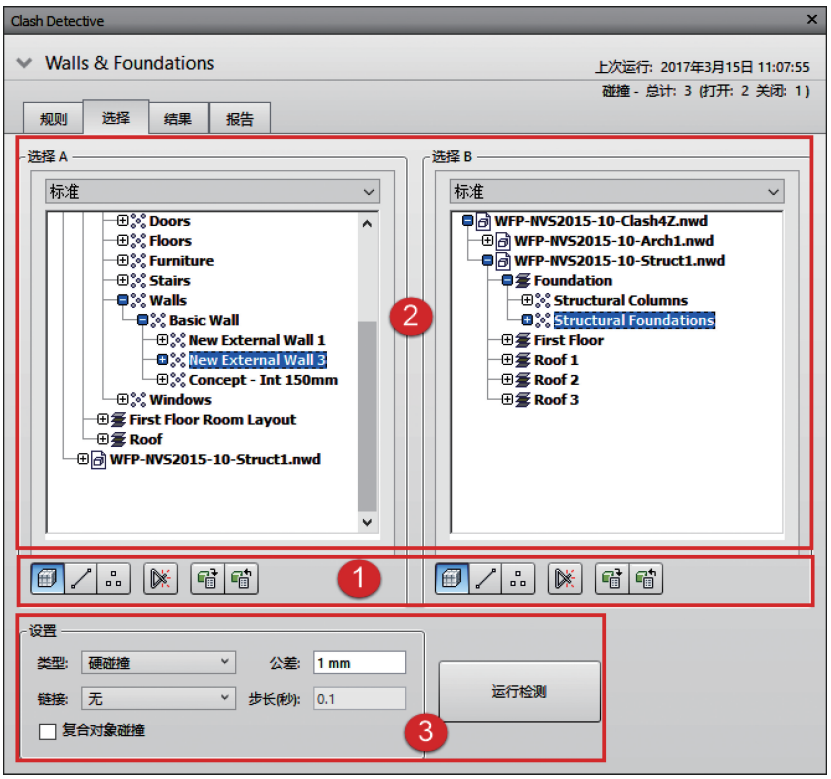

图　10-4
【选择】选项卡下包含一个含有任务按钮的工具栏、两个选择窗格（左边为【选择 A】，右边为【选择 B】），以及用于运行碰撞检测的【设置】选项区，如图 10-4 所示。
### 1. 工具栏（图 10-4 中的①号位置）
### 2.【选择 A/B】窗格（图 10-4 中的②号位置）
### 3.【设置】选项区（图 10-4 中的③号位置）